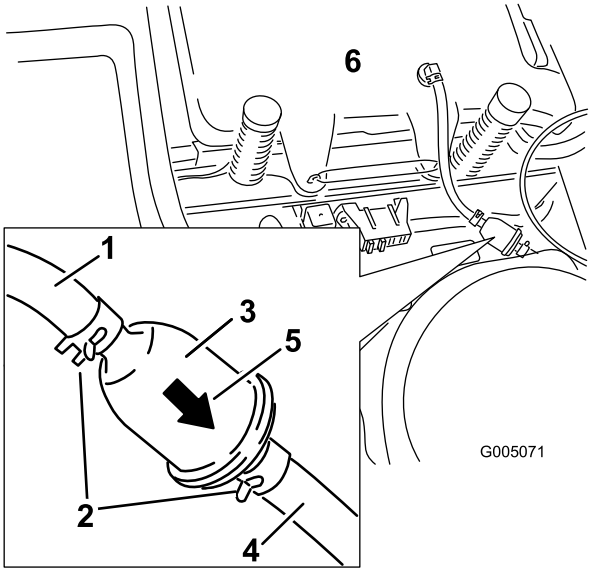

Figura 37
4. Premete le estremità delle fascette stringitubo ed allontanatele dal filtro (Figura 37).
6. Montate un nuovo filtro con la freccia della direzione del flusso proveniente dal serbatoio del carburante e rivolta verso il motore. Spostate le fascette stringitubo in prossimità del filtro (Figura 37) per bloccarlo.